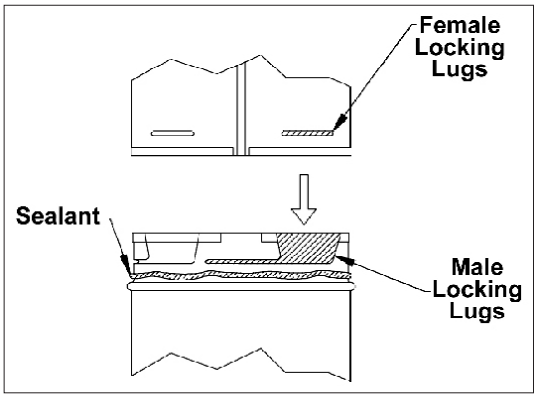

Figure 34: Twist-Lock Connection.
(1) Twist-lock procedure: Four (4) indentations, located on the female ends of pipes and fittings, are designed to slide straight onto the male ends of adjacent pipes and fittings, by orienting the four pipe indentations so they match and slide into the four (4) entry slots on the male ends. Push the pipe sections completely together, then twist-lock one section clockwise approximately one-quarter turn, until the two (2) sections are fully locked.
(2) Horizontal runs of vent must be supported every 3 feet (915mm). Wall Straps are available for this purpose.
(3) Sealant is only necessary on the outer tube of the GS Pipe. Run a ⅛ inch (3mm) wide bead of sealant around the male end of the outer sleeve, as shown in Figure 34, and twist-lock the pipes or fittings together.